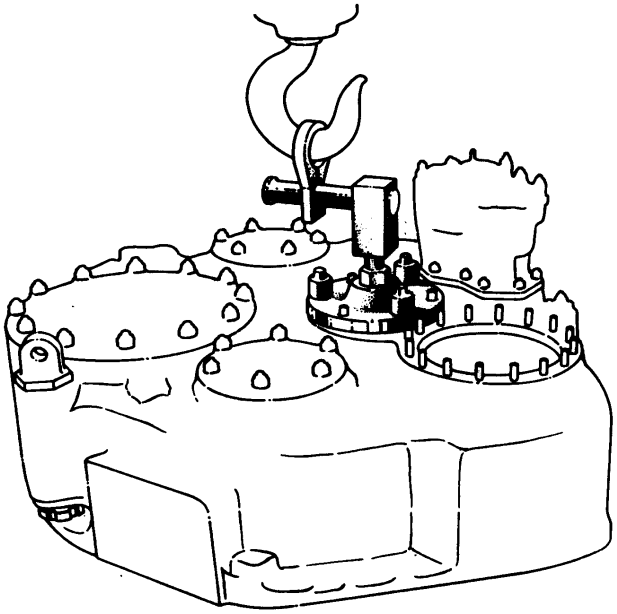

Figure 9. Handling Rear Housing Using 6799782 Lifting Adapter
d. Install 6799782 rear housing lifting adapter on rear housing starter pad (figure 9).